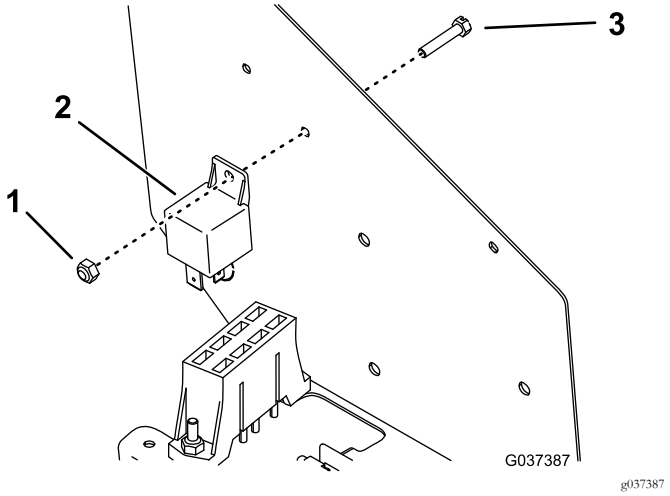

Figura 10
6. Monte el relé de potencia en el interior del panel de control con un tornillo y una tuerca (Figura 10).